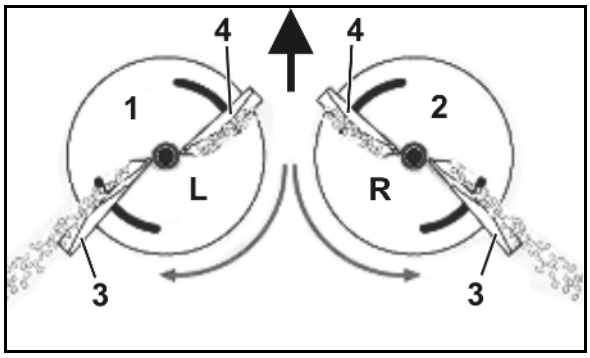

**Rys. 19**
- lewa tarcza wysiewająca (Rys. 19/1) z oznaczeniem **L**.
- prawa tarcza wysiewająca z oznaczeniem (Rys. 19/2) **R**.
- Długa Rys. 19(/3) - wartości nastaw na skali od 35 do 55.
- Krótka Rys. 19(/4) – wartości nastaw na skali od 5 do 28.